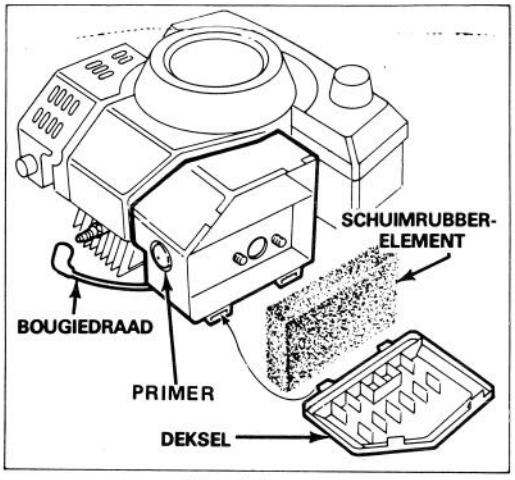

Afbeelding 9
1. Zet de motor af en trek de draad uit de bougie (Afb. 9).
2. Licht de sluitingstabs bovenaan de luchtfilter op, druk het deksel naar beneden en draai vervolgens het deksel van de luchtfilter. Maak het deksel grondig schoon (Afb. 9).
3. Wanneer het luchtfilterelement vuil is, verwijder het uit de luchtfilter en maak het grondig schoon (Afb. 9).
1. Zet de motor af en trek de draad van de bougie (Afb. 9).
2. Maak het gebied rondom de bougie schoon en verwijder de bougie van de cylinderkop (Afb. 9).